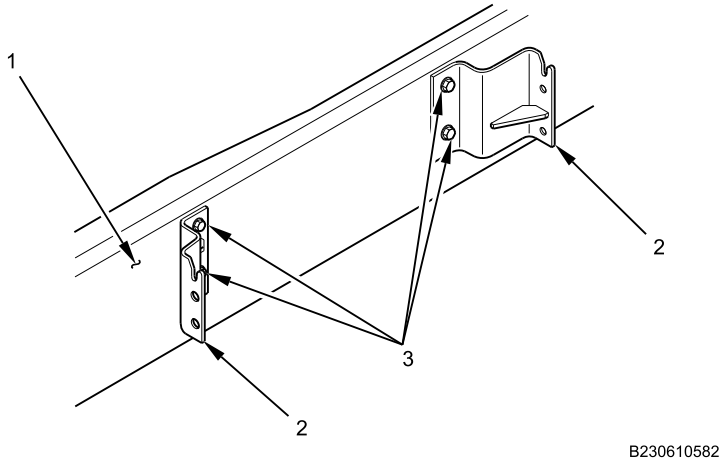

Figure 3. Rear Battery Support Brackets.
7. Remove four bolts (Figure 3, Item 3) and rear support brackets (Figure 3, Item 2) from vehicle frame (Figure 3, Item 1).